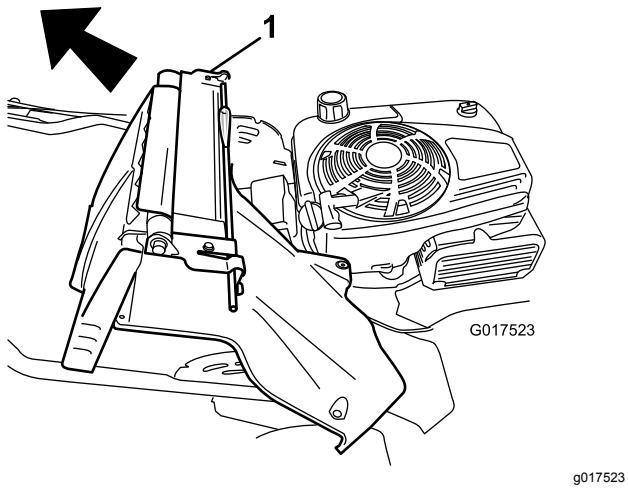

Figure 36
7. Déposez l'ensemble volet arrière et levier de verrouillage du guidon (Figure 36).